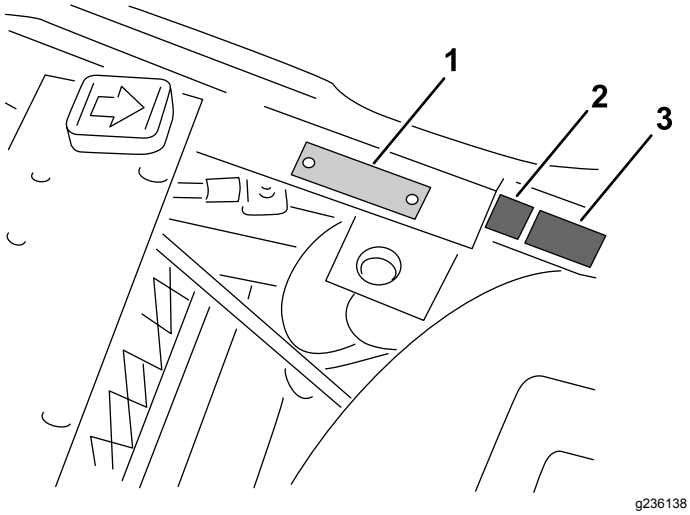

Figur 13
- Sæt CE-mærkaten og mærkaten med produktionsåret tæt på seriepladen på fodstøtten (Figur 13).